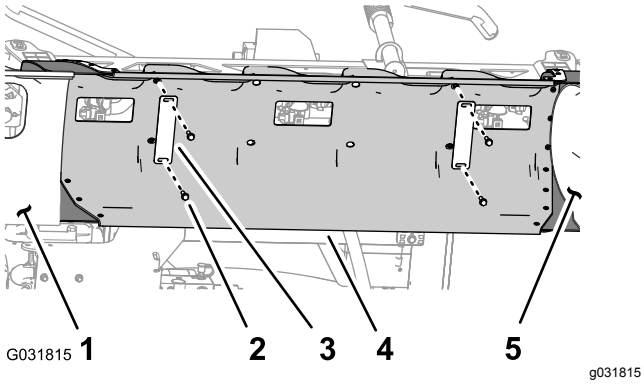

Figur 27
1. Mens midtersektionens dæksel (11 dyser) holdes på plads, fjernes de 4 flangehovedbolte (5/16 x 1-1/4 tomme) og 2 dækselstroppe, der fastgør dækslet til dækselstøttebeslaget (Figur 27).